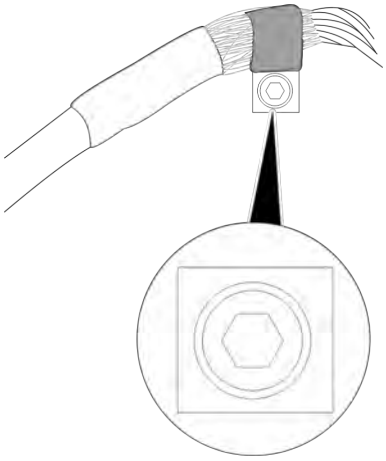

Fig. 21: Loosening the ground screw
11. Loosen the internal hexalobular screw (T15) of the ground (*Fig. 21*).
4. Connect the cable of the ribbon cable plug to the ground using the internal hexalobular screw (T15) (*Fig. 21*) and carefully insert the ribbon cable plug.